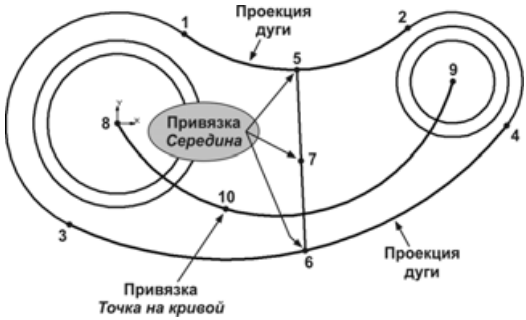

Рис. 6.98
- Спроецируйте в эскиз два дугообразных ребра основания 1-2 и 3-4 (рис. 6.98). Измените стиль линий дуг с **Основная** на **Тонкая**.